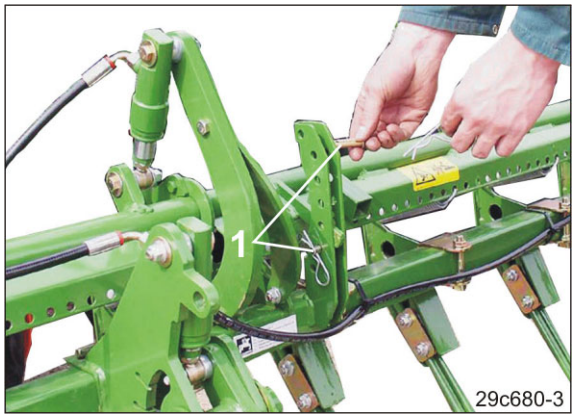

Fig. 153
3. Sæt en bolt (Fig. 153/1) hhv. under og over grebet i justeringsdelen, og sørg for at sikre boltene med fjedersplitter.